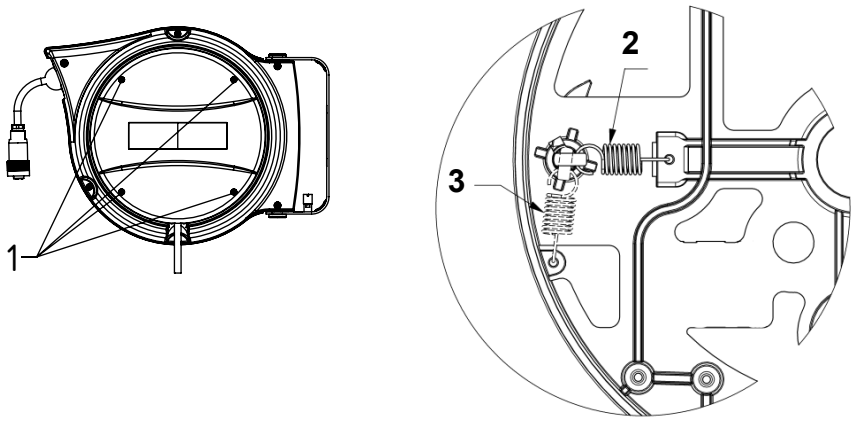

Abb. 5: Stoppvorrichtung Aluminium-Kabelrücklaufrolle
- Durch Lösen der vier Schrauben (1) wird der Seitendeckel entfernt (siehe Abb. 5).